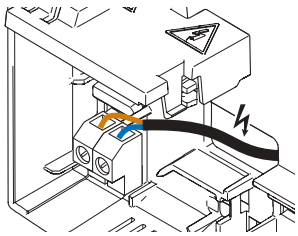

Rys. 47 - Podłącz przewód zasilania
4. Podłącz kabel zasilania w zaciskach śrubowych (Rys. 47).